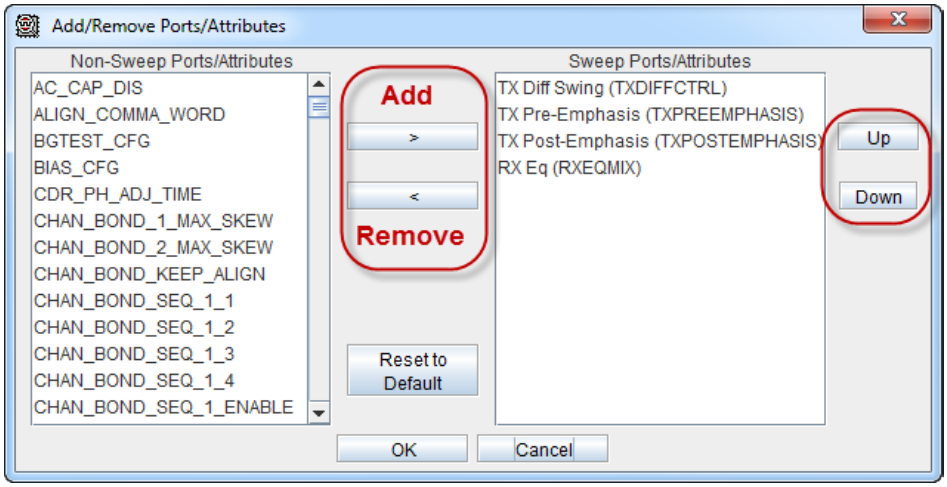

Figure 9: **Sweep Settings Options**
4. In the **Add/Remove Ports/Attributes** dialog box, shown in Figure 9, select the parameters listed below and place them in the order shown.